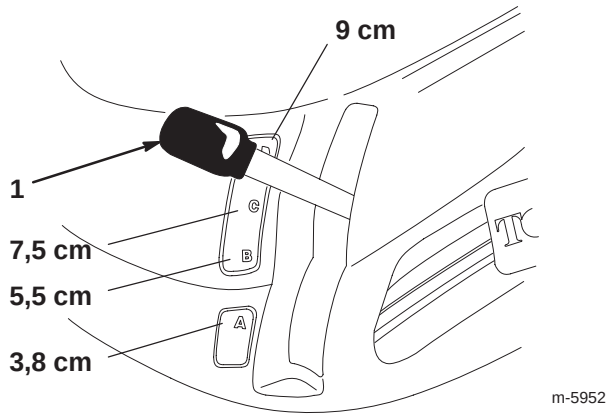

Bild 5
2. Ziehen Sie den Schnitthöhenhebel auf die gewünschte Position und lassen Sie den Hebel langsam los, bis er in der Kerbe einrastet (Bild 5).